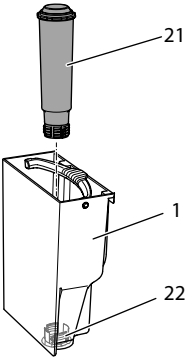

Fig. 15: Screwing/Unscrewing the water filter
- Remove the water filter (see Fig. 15 on page 48).
9. Insert a new filter in the water tank (see *Fig. 15*).
3. Remove the water filter (see *Fig. 15)*.